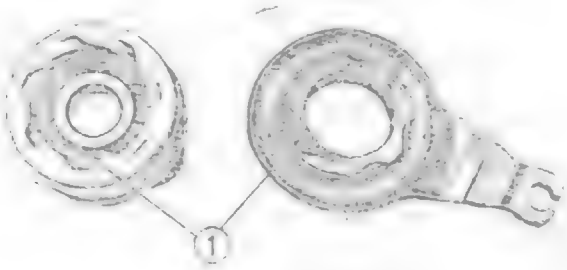

Rys. 35. Układ uruchamiania sprzęgła
- D ź w i g n i a n a c i s k o w a i t u l e j a ł o ż y s k o w a /rys. 35/